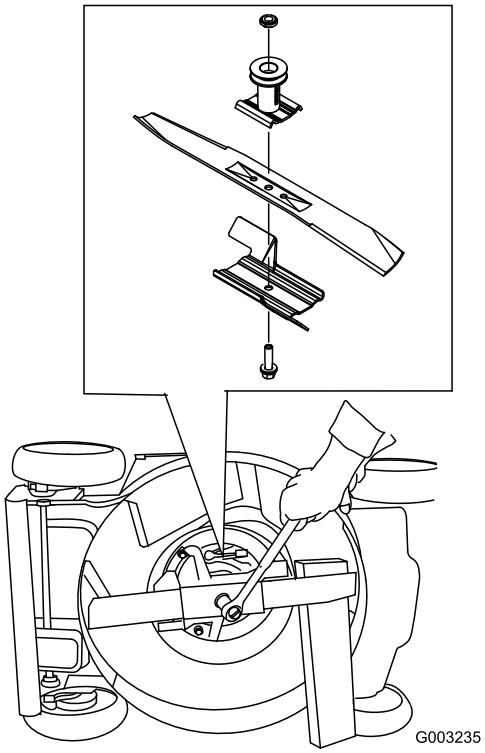

Figuur 40
3. Gebruik een blok hout om het mes stil te houden (Figuur 40).